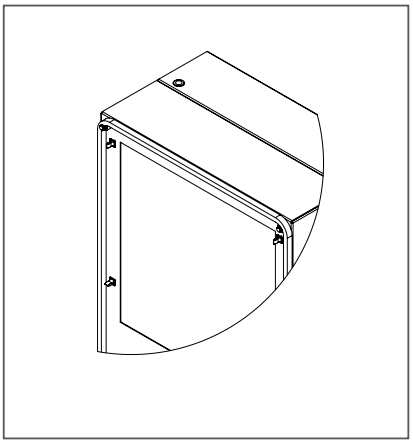

Figure 8
3. Placez le joint de fixation (inclus dans le kit fourni avec l'unité) sur le capôt avant du climatiseur (voir la Figure 8).